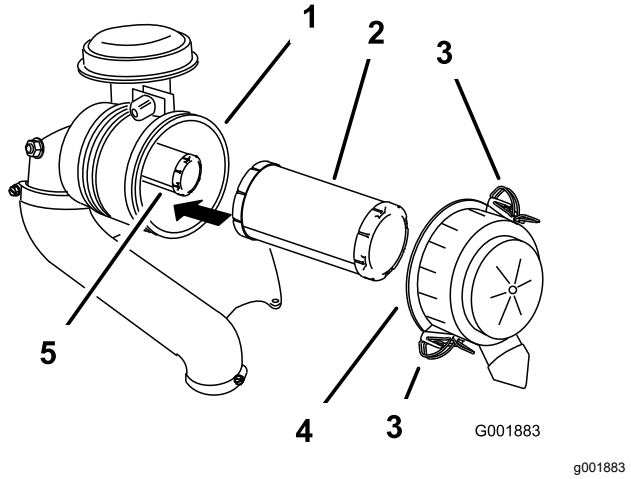

**Figuur 40**
3. Maak de sluitingen op het luchtfilter los en trek het luchtfilterdeksel van de luchtfilterbehuizing (Figuur 40).
5. Schuif het voorfilter voorzichtig uit de luchtfilterbehuizing (Figuur 40).
2. Als u het binnenste filter vervangt, schuif het dan voorzichtig in de filterbehuizing (Figuur 40).
3. Schuif het voorfilter op het veiligheidsfilter (Figuur 40).
4. Plaats het luchtfilterdeksel en maak de sluitingen vast (Figuur 40).